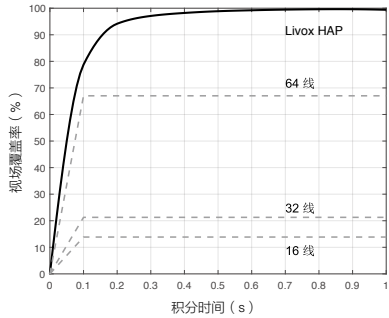

图 1.2.3 HAP (TX) 以及当前市场上常见的几种多线机械旋转式激光探测测距仪不同积分时间下的视场覆盖率。其中，64 线 /32 线 /16 线产品的竖直 FOV 分别是 27° /41° /30° 。
下图（图 1.2.3）给出了不同积分时间下 HAP (TX) 的视场覆盖率，和当前市场上常见的几款多线机械旋转式激光探测测距仪的对比。从图中可以看出，当积分时间小于 0.1s 时，HAP (TX) 的视场覆盖率接近 80%，优于常见 64 线机械旋转式激光雷达；当积分时间继续增大，达到 0.5s 左右时，视场覆盖率将会接近 99%，即视场中几乎所有区域都会覆盖到。